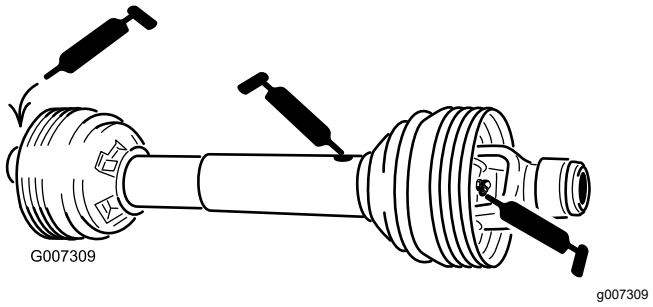

Figura 27
Árbol de transmisión de la TDF (3) (Figura 27)